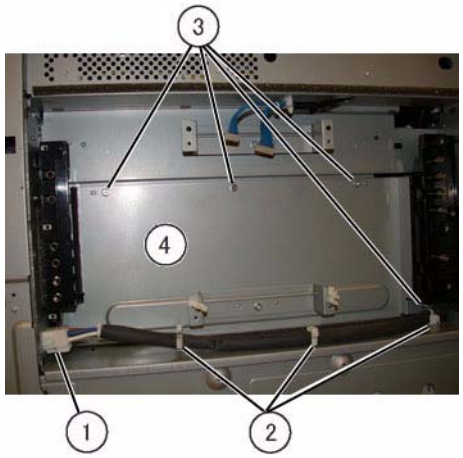

Figure 2 HVPS Panel Removal
4. Remove the Panel. (Figure 2)